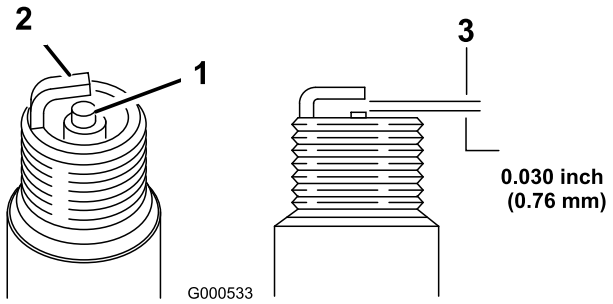

Figuur 20
5. Stel de elektrodenafstand in op 0,76 mm (Figuur 20).